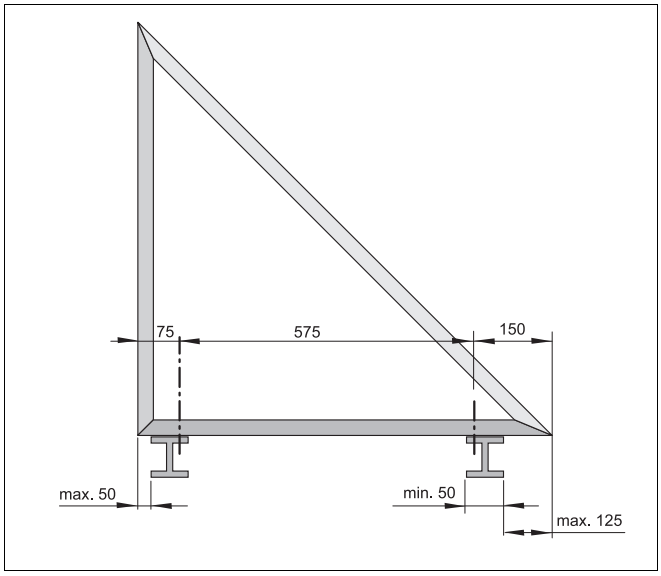

Afb. 36 Te respecteren maten voor de onderconstructie
- Bouw de onderconstructie volgens de aangegeven maten (afb. 36).